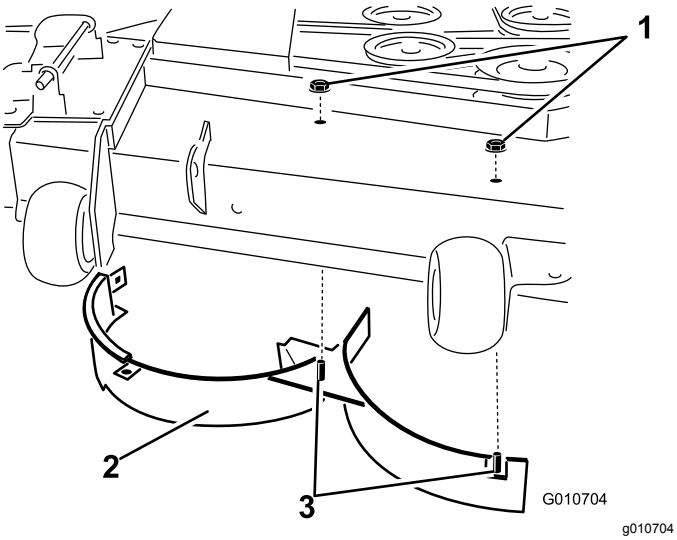

Figur 18
11. Lossa de två låsmuttrarna (5/16 tum) som sitter på den högra skärmens svetsade tappar ovanpå klippdäcket i mitten och till höger om mitten (Figur 18).
12. Ta bort vagnskruven och låsmuttern som håller fast den högra skärmen högst upp på däcket och ta bort den högra skärmen från klippdäcket (Figur 18).